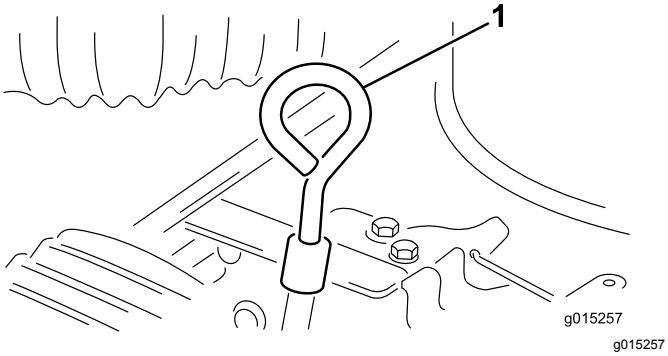

Figur 8
2. Rengjør rundt peilestaven, slik at det ned i påfyllingshullet ikke kan komme smuss som kan skade motoren (Figur 8).